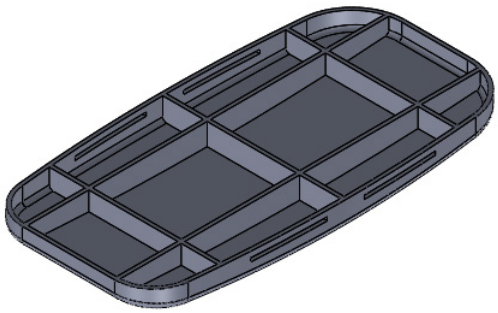

Figure 21-59 *Model of the cover*
2. Using the standard modeling tools, create the model of the cover. The completed model of the cover is displayed in Figure 21-59.